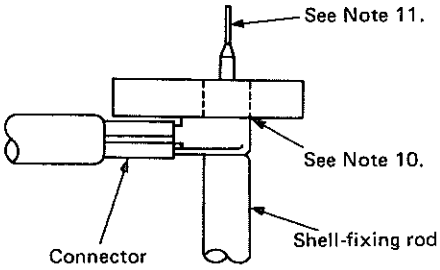

Fig. 7
(1) Insert the mating section of the connector into the hole of the crimp connection jig, as shown in Figure 7, and press the shell-fixing rod firmly against the shell.